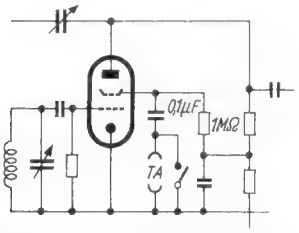

Bild 1. Schirmgitter-Anschaltung von Tonabnehmer oder UKW-Zusatzgerät
1. Schirmgitter-Anschluß **(Bild 1).** Die Nf-Spannung wird über den schon vorhandenen Schirmgitterkondensator an die Röhre gelegt; der Kondensator hält außerdem die Schirmgitterspannung vom Tonabnehmer fern. Mit seinen 0,1 µF bietet er der vom Tonabnehmer kommenden Nf-Wechselspannung keinen nennenswerten Widerstand. Der Vorteil dieser Anordnung ist in der einfachen Anschaltung zu sehen, besonders weil dabei keine Leitungen abzuschirmen sind (keine Brummgefahr). Nachteilig jedoch ist die geringe Empfindlichkeit, da